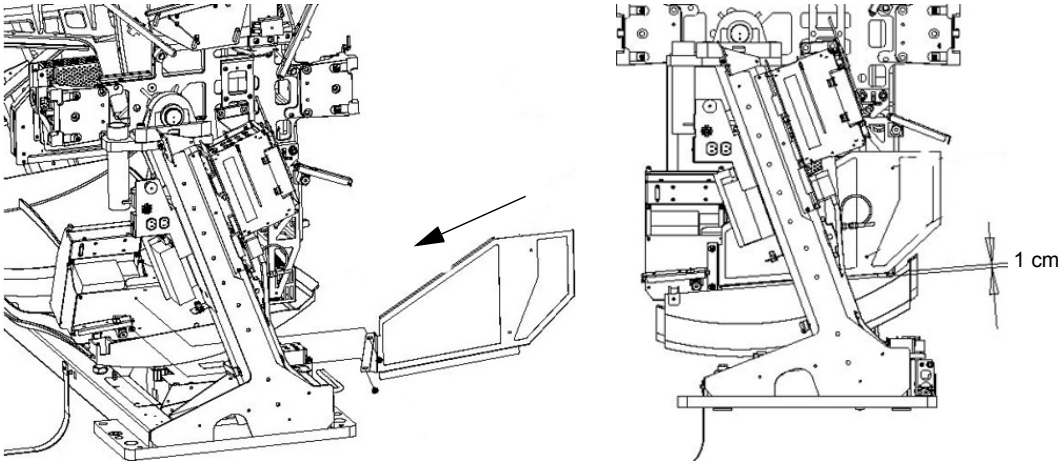

Figure 8-54 Right Side Tilt Regulatory Cover Installation
3.) Referring to Figure 8-54, carefully slide panel into position from the rear of the gantry.
edge of the panel (see Figure 8-54).
7.) Loosely fasten two rear screws, two lock washers, and washers to the new holes at the rear of the panel (see Figure 8-54).
8.) Assure that the clearance indicated in Figure 8-54 (1 cm) is met before final tightening of the four screws.